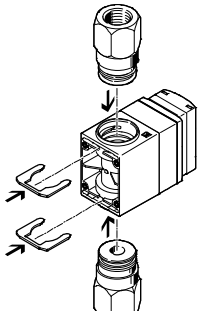

Fig. 10 Mounting fluid connection: Check that the O-ring is seated correctly.
- Mount fluid connector (➔ Fig. 10).